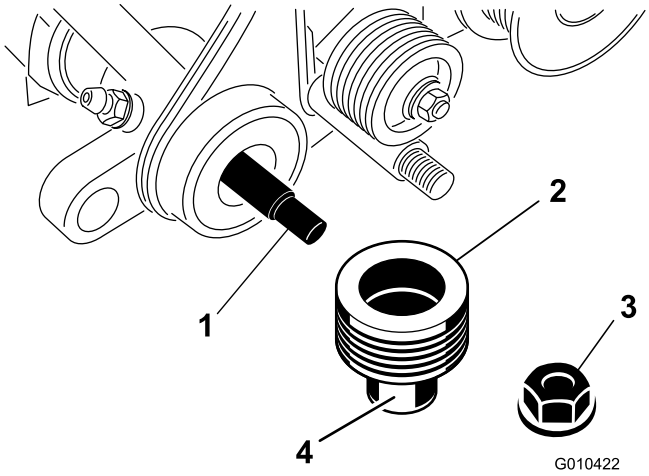

Рисунок 8
3. Нанесите консистентную смазку на наружную поверхность ведомого шкива, как показано на Рисунок 8.
4. Наденьте шкив на вал механической щетки (Рисунок 8).
5. Закрепите шкив на валу контргайкой (3/8 дюйма), как показано на Рисунок 8.